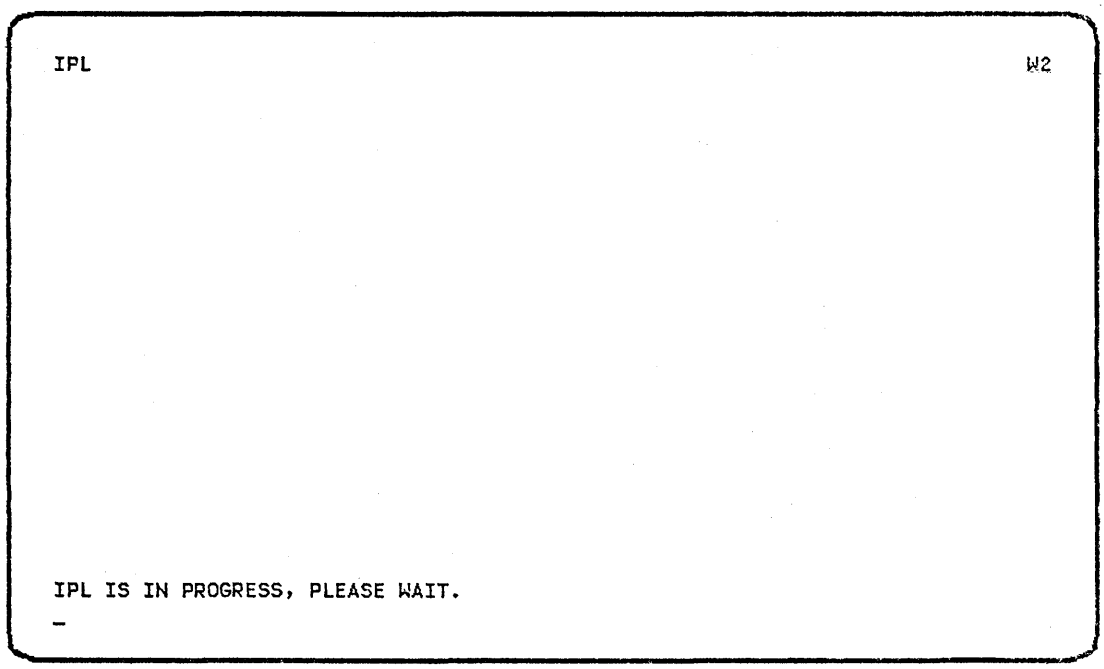

Figure 2-1. IPL Display
Step 1. While holding down the Shift key, press the Sys Req key. Release both keys, then press the Enter/Rec Adv key. If you try to sign on during IPL, the IPL display appears (Figure 2-1).